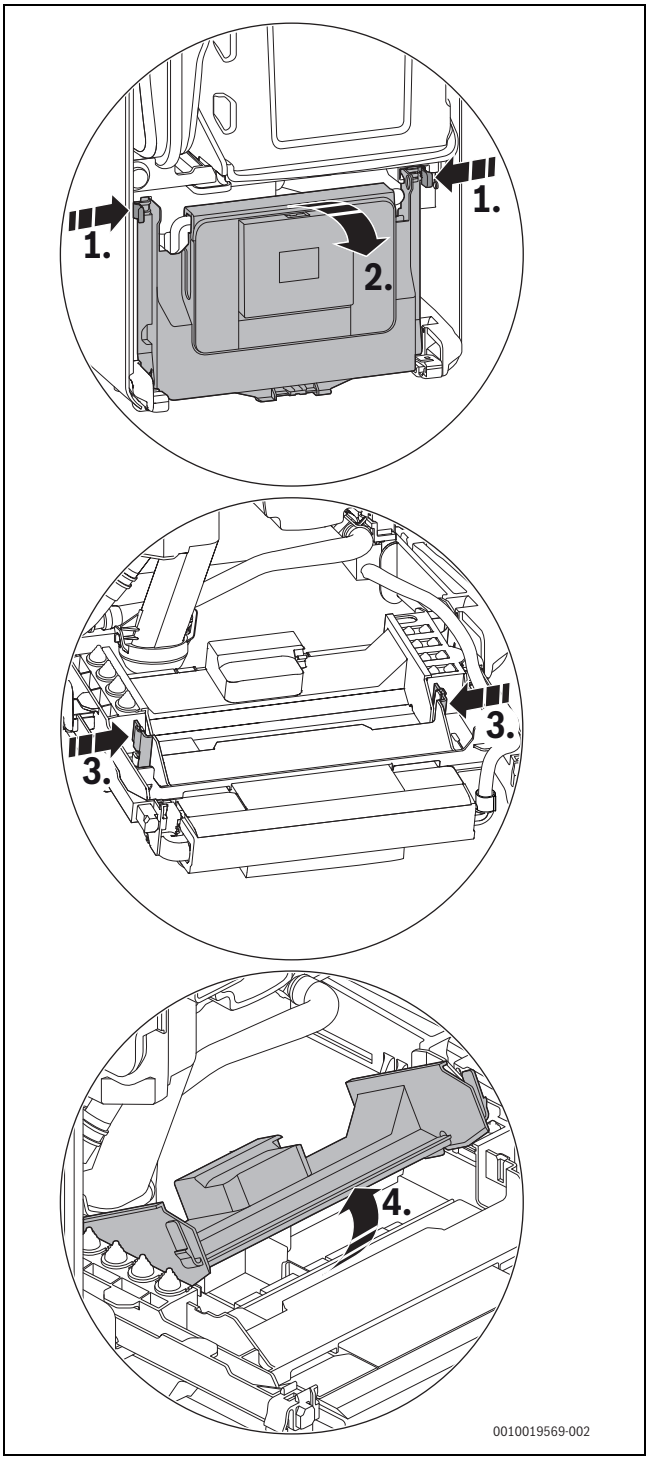

Rys. 125 Otwieranie pokrywy
- Opuścić klapę sterownika (→ rys. 125, str. 59).